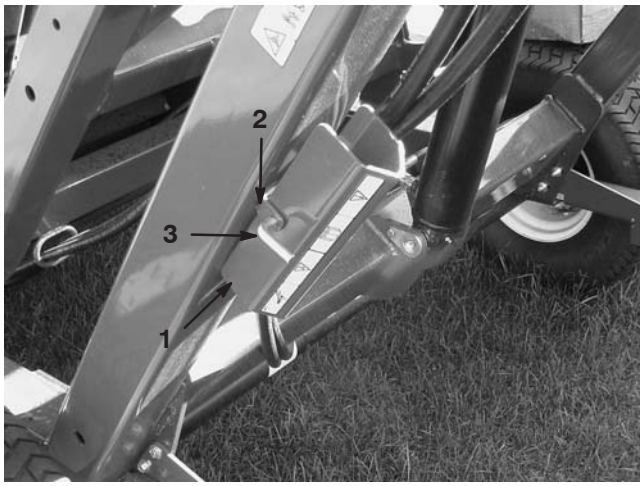

Bild 35
2. Nehmen Sie den R-Splint und den Stift heraus, mit dem die Sicherheitsstütze an der Lagerungshalterung am Rahmen der Kehrmaschine befestigt ist (Bild 35). Nehmen Sie die Sicherheitsstütze ab.